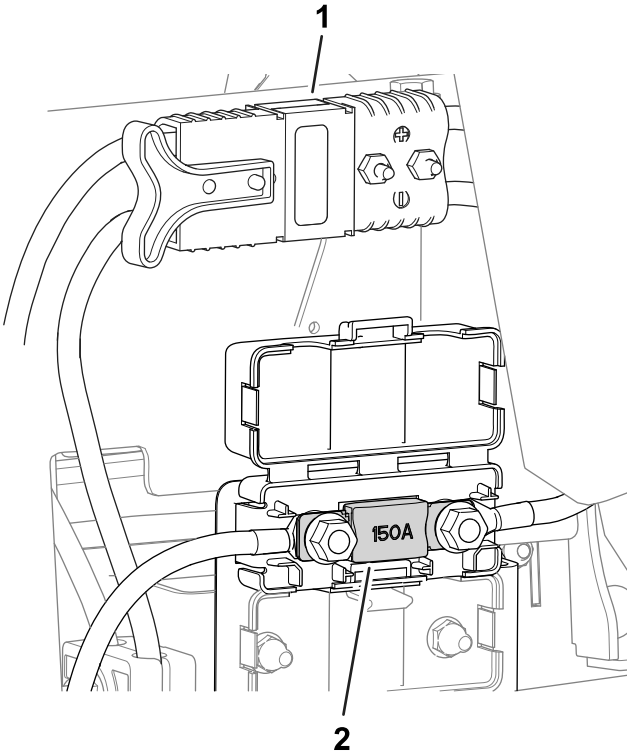

Bild 60
- Die Sicherung für das elektrische System befindet sich unter den Hauptstromanschlüssen (Bild 60).